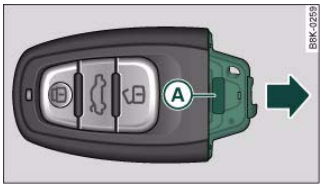

Fig. 30 Remote control key: Removing the battery carrier
– Pull the emergency key (B) out of the remote control key.
– Press the release catch (A) ⇒ *page 40,* fig. 30 on the battery carrier and at the same time pull the battery carrier out of the remote control key in the direction of the arrow.